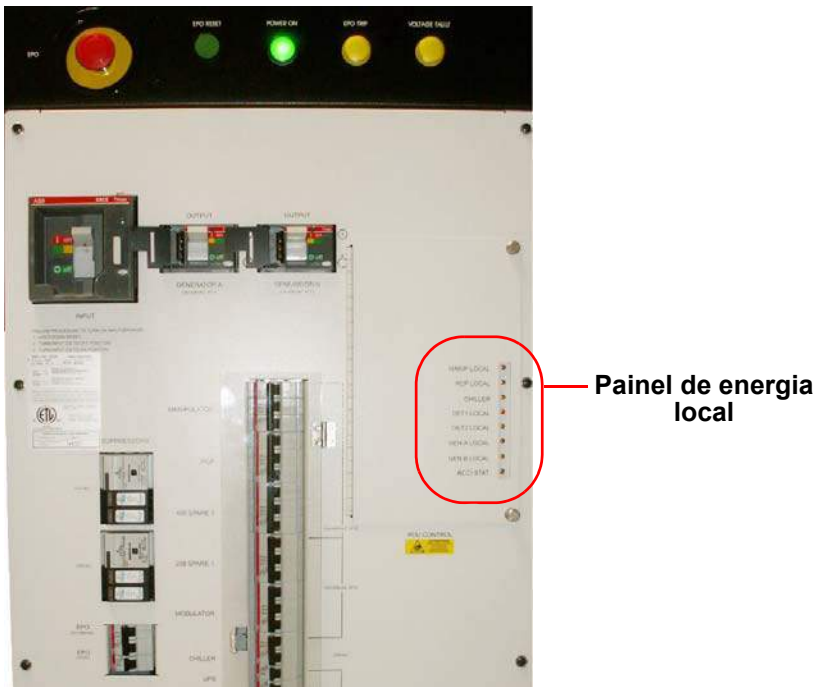

Figura 1 PDU (Unidade de Distribuição de Energia) do Sistema CyberKnife
2. Verifique se apenas os LEDs DET1 LOCAL, DET2 LOCAL e RCCI STAT estão acesos no painel LOCAL Power (Energia LOCAL) da Unidade de distribuição de energia do Sistema CyberKnife (Figura 1).